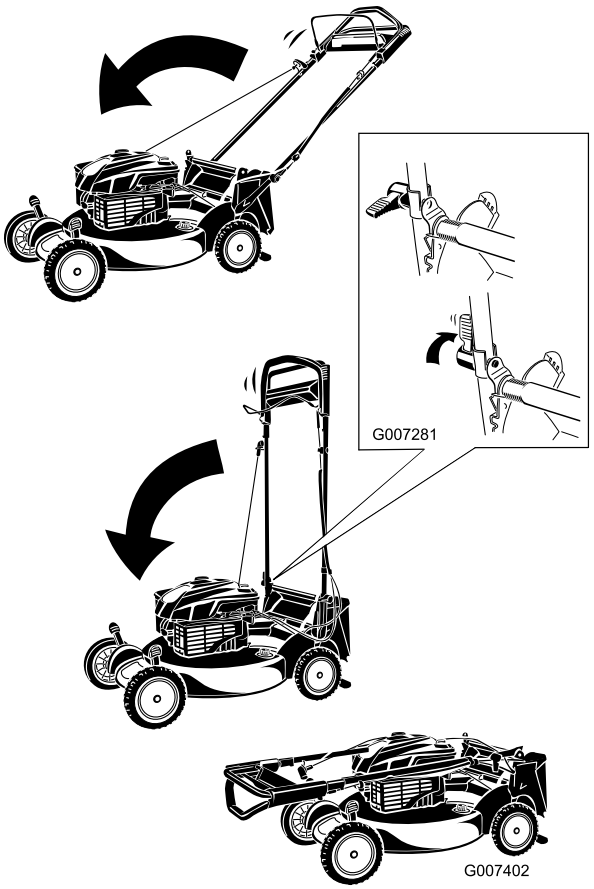

**Figuur 40**
1. Draai de handgreep naar voren (Figuur 40).